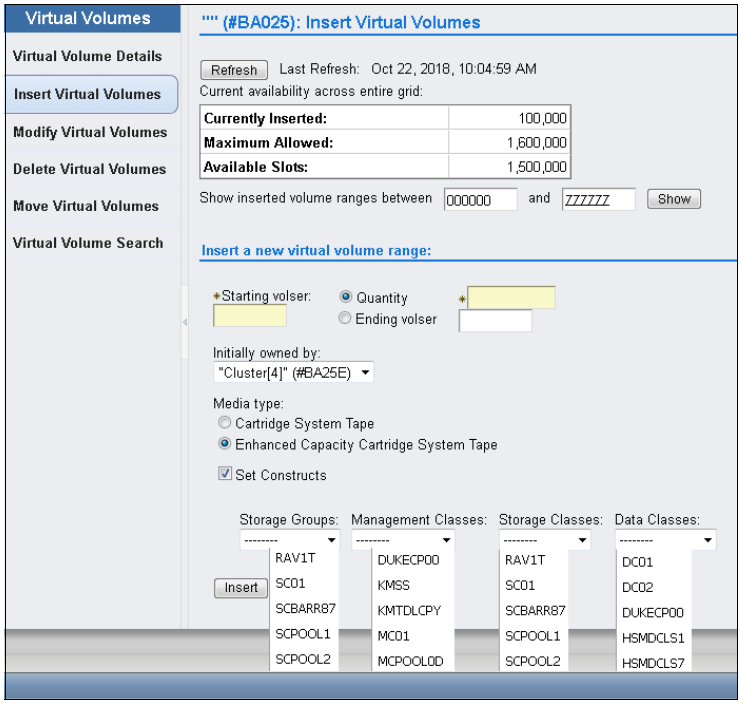

Figure B-2 Insert logical volumes by assigning static construct names
3. On the left side of the MI, click **Virtual** → **Virtual Volumes** → **Insert Virtual Volumes**. The window that is shown in Figure B-2 opens. Use the window to insert virtual volumes. Select the **Set Constructs** option and enter the construct names.